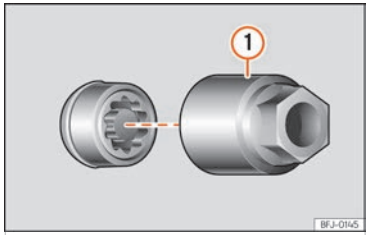

Fig. 188 Tornillo antirrobo de la rueda con capuchón y adaptador.
- Encaje el adaptador especial ››› fig. 188 (1) (herramienta de a bordo ››› pág. 260) en el tornillo antirrobo de la rueda hasta el tope.